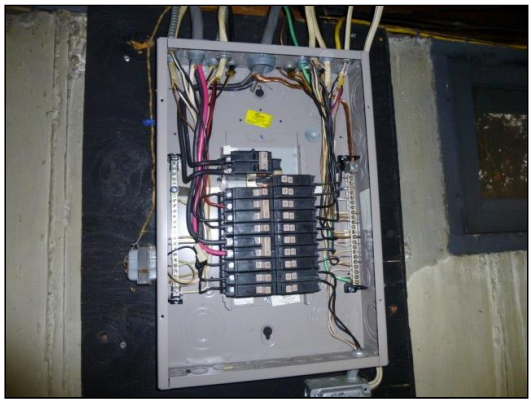

fig. 16
Electrical components have been updated, appear professionally installed, and are in functional condition. Electrical service consists of one (1) 100 amp copper service entrance cable servicing one (1) 100 amp main distribution panel located in basement (fig. 16). Existing 100 amp service is sufficient but minimal for current electrical needs. Future upgrade to 150 amp or 200 amp service will be required if additional electrical amenities are installed.